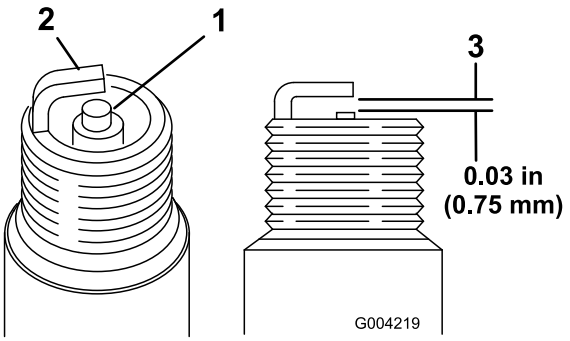

Figur 35
1. Titta mitt på båda tändstiften (Figur 35). Om isolatorn är ljust brun eller grå fungerar motorn korrekt. En svart beläggning på isolatorn betyder vanligen att luftrenaren är smutsig.
2. Kontrollera avståndet mellan mitt- och sidoelektroderna (Figur 35).
3. Böj sidoelektroden (Figur 35) om avståndet är felaktigt.